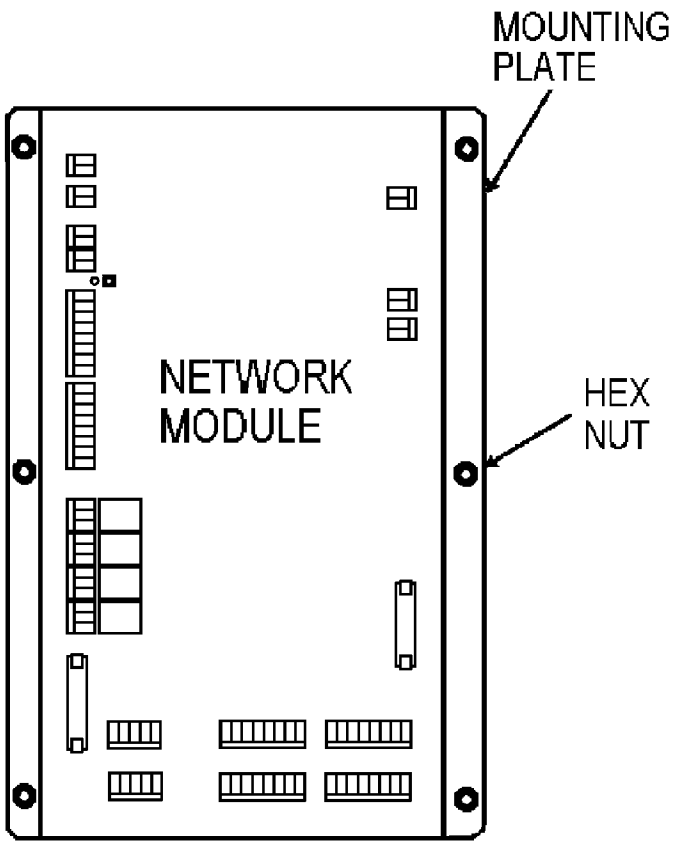

Figure 6-2. Network Module Mounting Plate
6-2.2 NETWORK MODULE. The network module is attached to a mounting plate. See figure 6-2. To remove the network module, the mounting plate is removed with the network module attached.
d. Remove the six hex nuts and lockwashers from around the perimeter of the mounting plate. See figure 6-2.
e. Remove the mounting plate with network module attached. See figure 6-2.